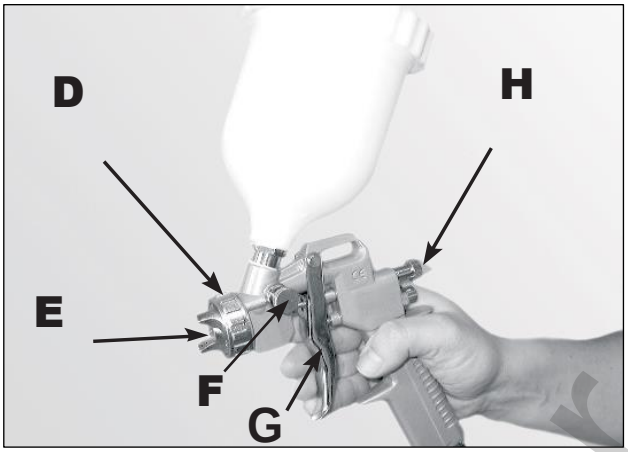

Рис. 7.
форсунку **E** краскораспылителя и зафиксируйте ее в этом положении, затянув кольцо **D** (рис. 7).
7. Ширина распыляемой струи регулируется колесиком **F** (рис. 7).
8. Количество распыляемой жидкости можно регулировать, увеличивая или уменьшая ход нажимного курка **G**, повернув колесико **H** (рис. 7).
9. Подавайте распыляемую жидкость, нажимая на курок **G** (рис. 7). Для распыления краски утапливайте курок на всю глубину его хода. При нажатии курка на половину его хода из насадки **E** будет выходить только сжатый воздух. Такой прием может быть полезен по окончании работы для прочистки пистолета от остатков краски.